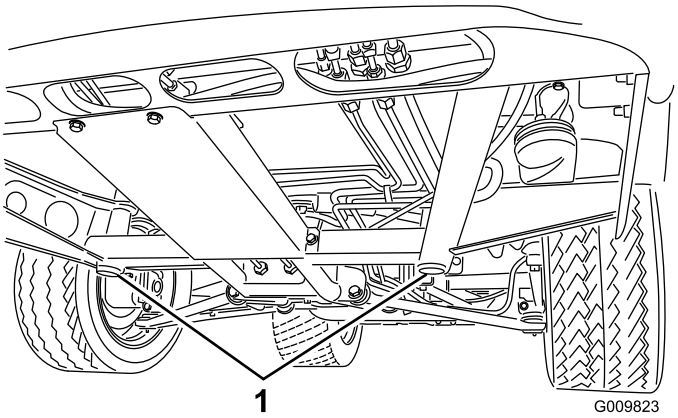
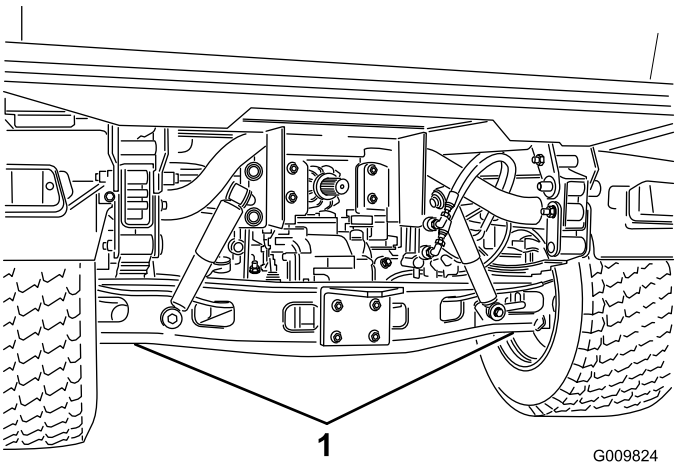

Figur 35
Figur 36
- Jekkpunktet foran på kjøretøyet er under midten av den fremre rammestøtten (Figur 35), og bak er det under akselen (Figur 36).